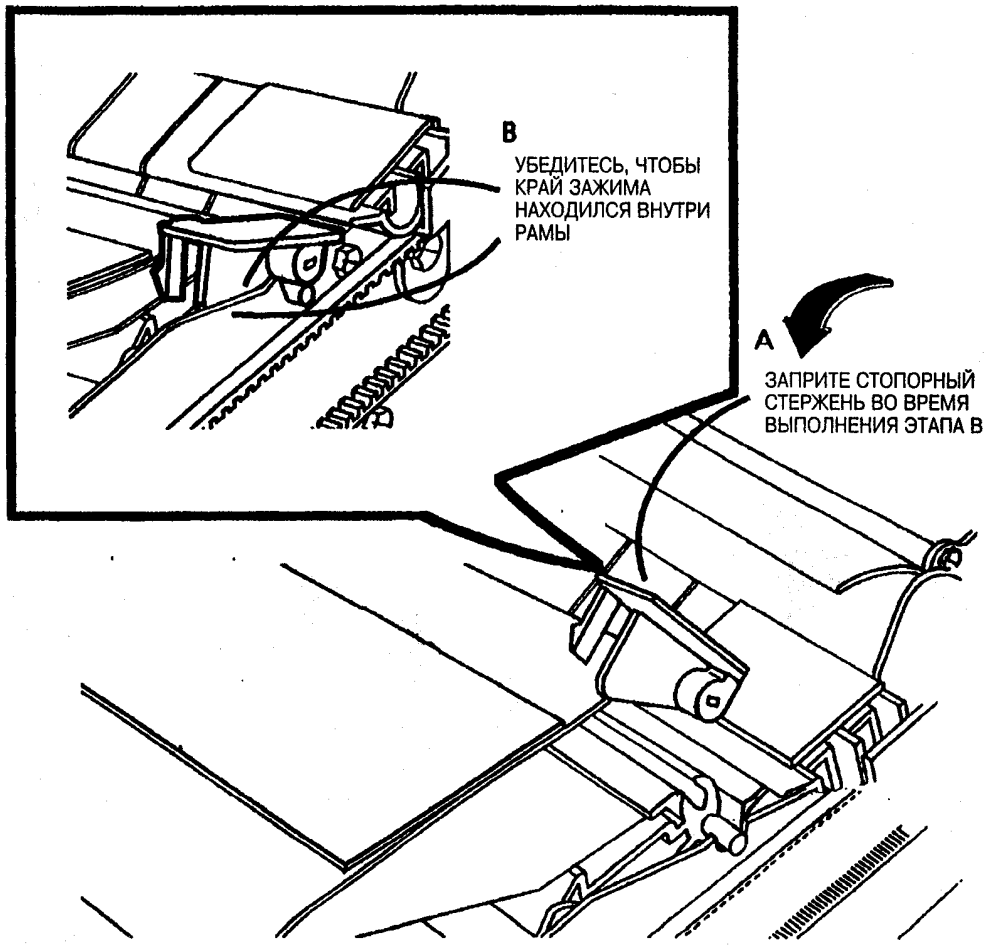

Рис. 7. Заново установите тканый направитель
4. (Рис. 7): Заново установите тканый направитель.